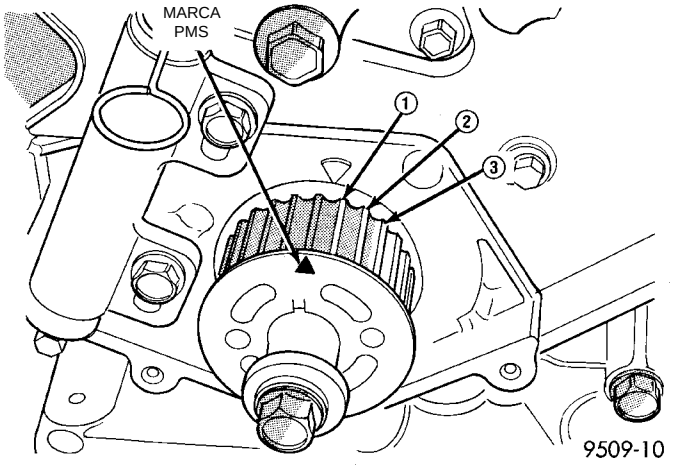

Fig. 50 Sincronización de la rueda dentada del cigüeñal
(3) Cuando se oprima el émbolo en el cuerpo del tensor, instale una llave Allen o un pasador de 1,9 mm (5/64 pulgadas), a través del cuerpo y émbolo, para retener a este último en su sitio hasta que el tensor esté instalado.
(4) Coloque la rueda dentada del cigüeñal en el PMS, alineando la rueda con la flecha situada en la caja de la bomba de aceite, después retroceda 3 escotaduras antes del PMS (Fig. 50).